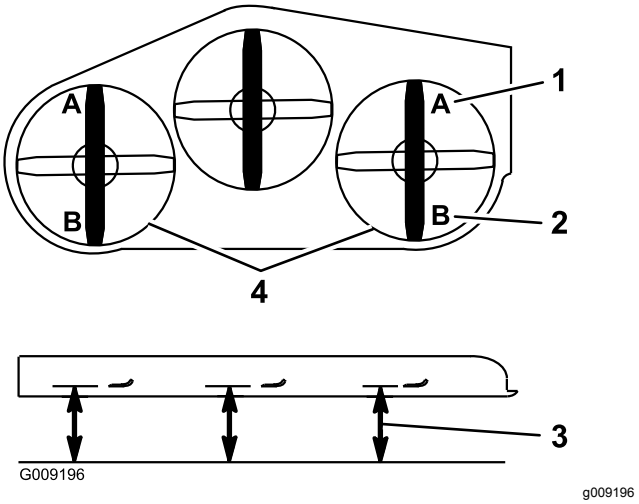

Figuur 96
9. Meet aan beide zijden van het maaidek vanaf het horizontale oppervlak tot de voorste punt van het maaimes (punt A); zie Figuur 96.
16. Meet aan beide zijden van het maaidek vanaf het horizontale oppervlak tot de achterste punt van het maaimes (punt B); zie Figuur 96.